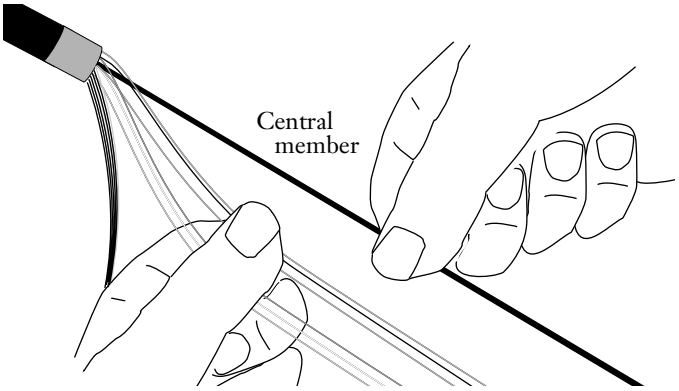

Figure 16
a) Working from the end of the cable back to the tape mark, carefully unwind the buffer tubes from around the central member of the cable (Figure 16). Be careful not to bend or kink any of the buffer tubes.